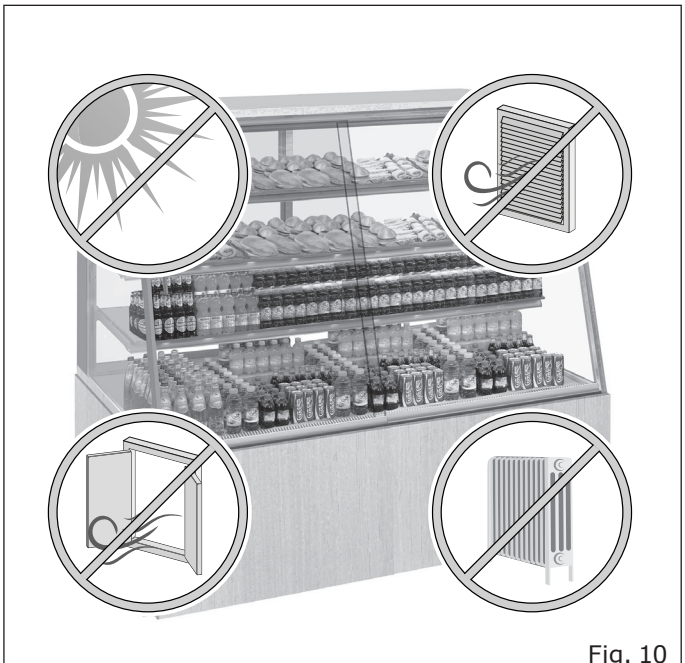

Fig. 10
- Far from heat sources, from the direct radiation of the sun, from doors, windows, fans and air vents ("Fig. 10").